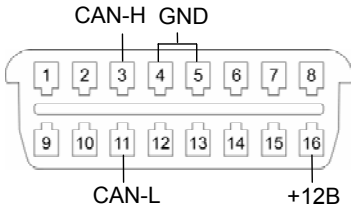

Рисунок 2. Подключение адаптера к разъему OBD-II.
2.2. Подключить Серый и Синий провода разъема X1 к информационной шине CAN автомобиля. Данное подключение возможно произвести, например, в жгуте 16-и контактного диагностического разъема OBD-II, расположенного вблизи рулевой колонки автомобиля, где цепи CAN-H и CAN-L подключены к контактам №3 и №11 соответственно (смотри рисунок 2).